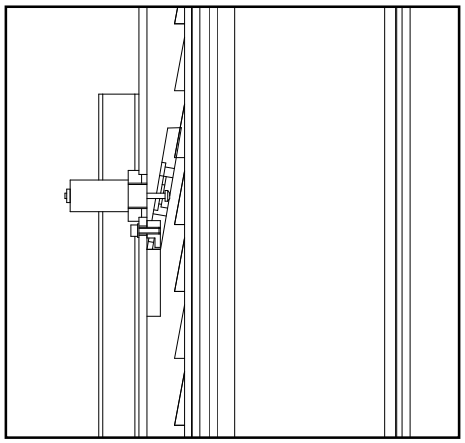

Fig. 15
• In caso di guasto del cilindro idraulico, intervengono i cunei di sicurezza (Fig. 15) situati all'interno delle colonne. Spinti dalle molle, arrestano immediatamente i carrelli impedendone la discesa.